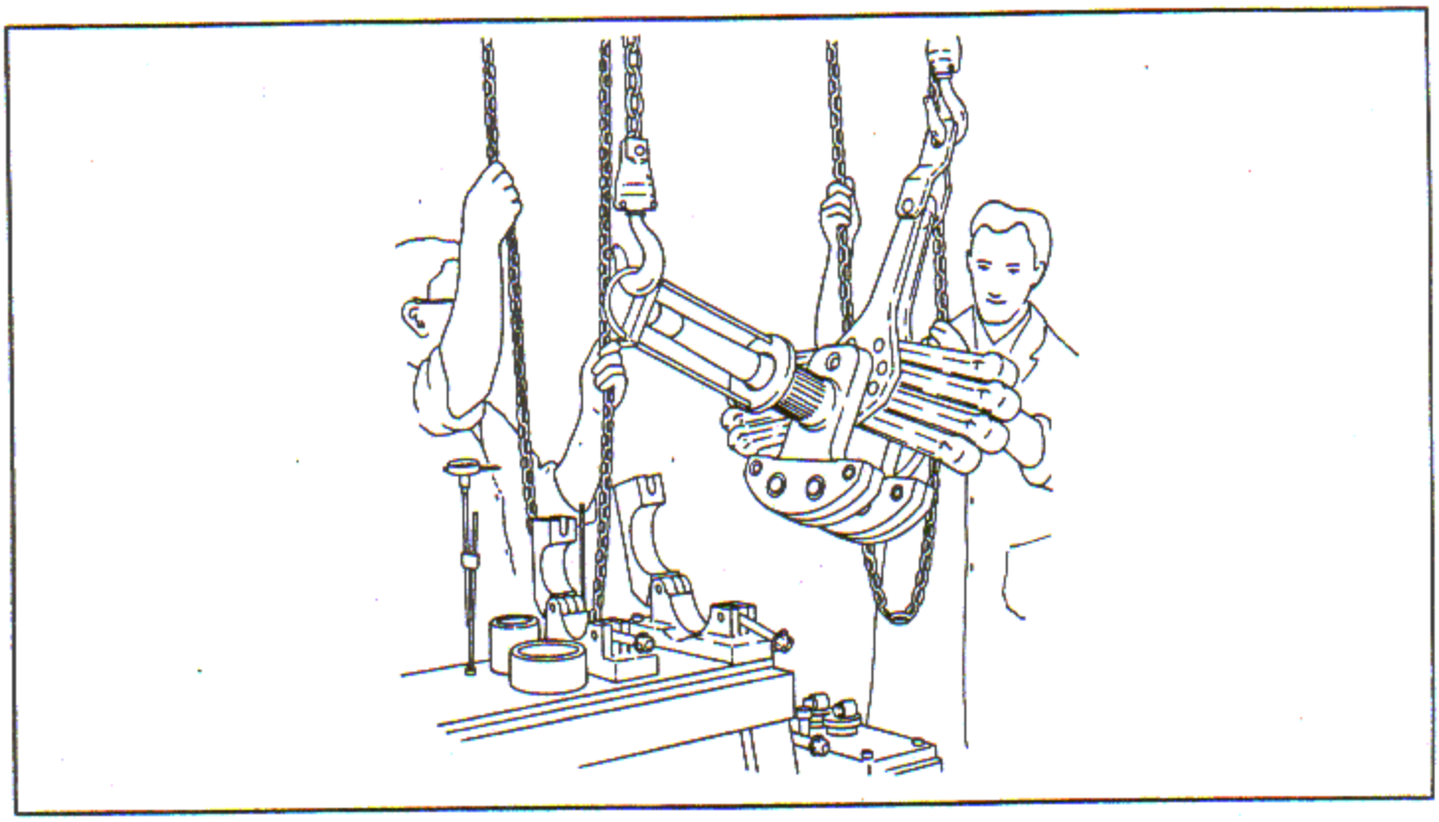

Figure 8-1. Raising Crankshaft Assembly from Stand
b. Install eye A in the master rod and attach a chain hoist. Apply tension to the hoist and release the crankshaft stand clamps. Raise the crankshaft assembly from the stand. Remove the bushings from the front end of the crankshaft, install eye B and attach a chain hoist. See figure 8-1.